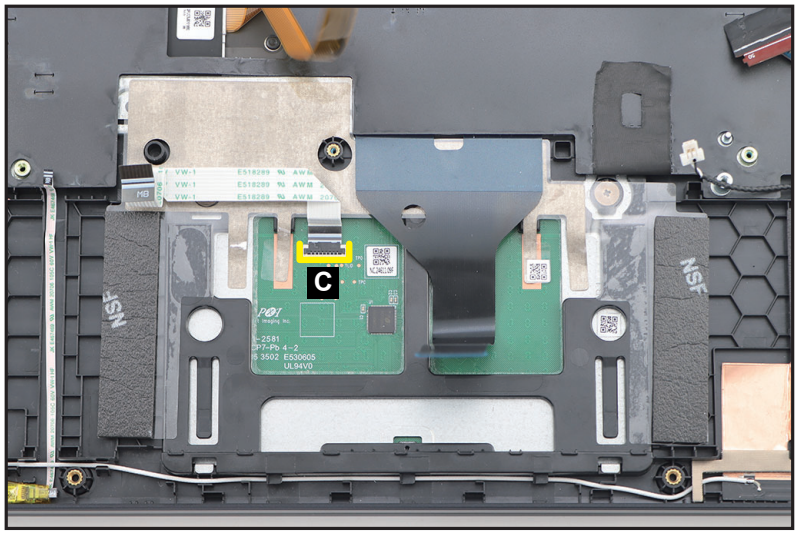

Figure 1-47. Touchpad Module Removal
2. Disconnect the touchpad FFC from the touchpad module connector (C) (Figure 1-47). Then remove the FFC.